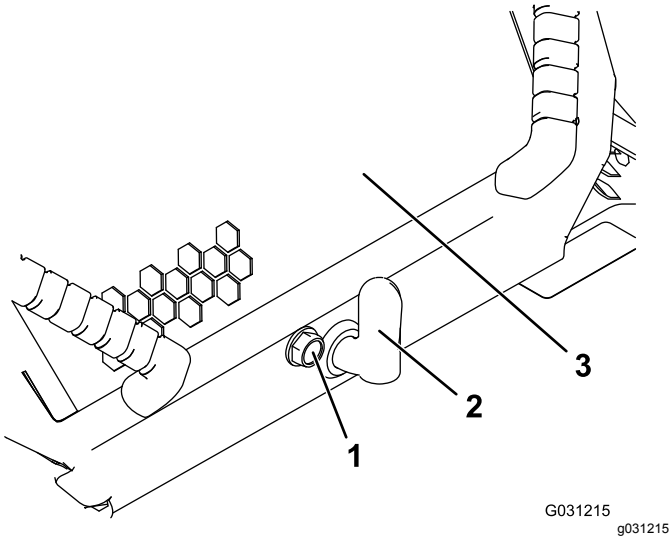

Rysunek 34
1. Poluzuj śrubę blokującą maskę (Rysunek 34).
2. Przekręć zaczep maski w prawo (Rysunek 34).
3. Unieś maskę do góry za ucha (Rysunek 34).
3. Dokręć śrubę mocującą maskę, unieruchamiając zaczep (Rysunek 34).